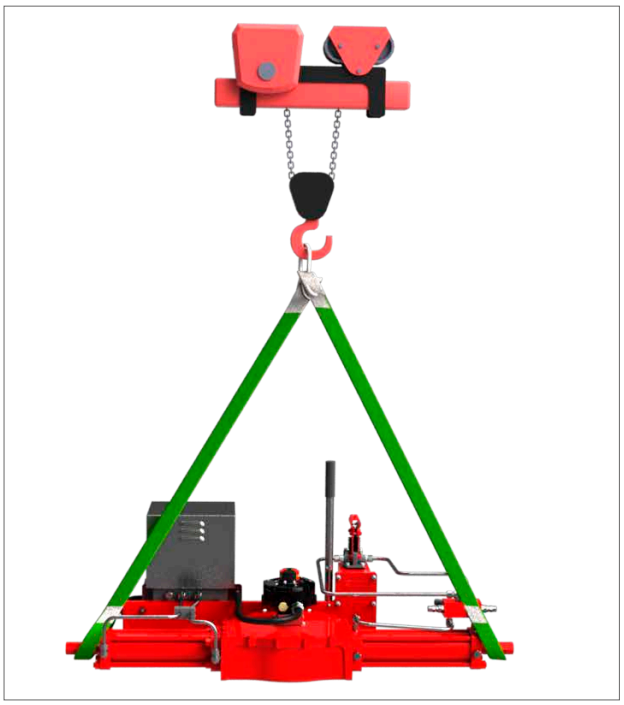

Fig 7.1 Içamento
- Coloque as eslingas têxteis com olho como mostrado na Fig. 7.1